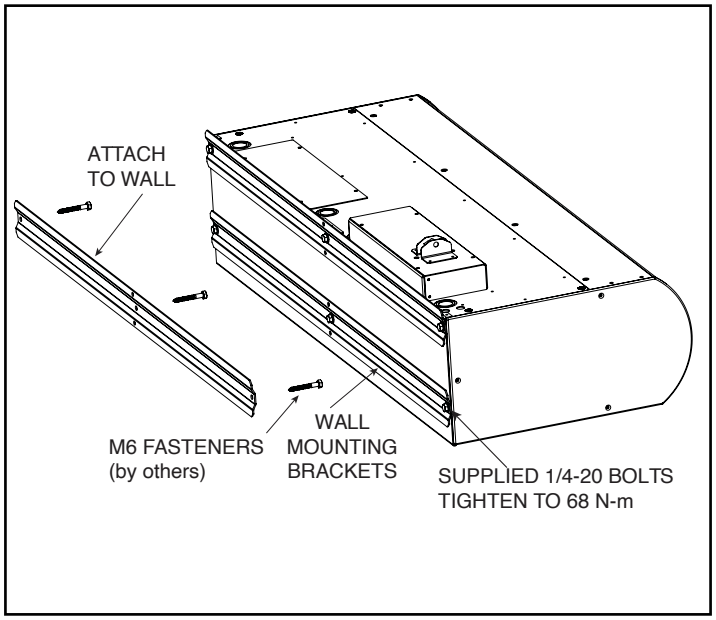

Figure 4 - Wall Mounting Preparation
2. Supplied ¼"-20 bolts to attach the wall mounting brackets to the back of the air curtain. ***See Figure 4.***